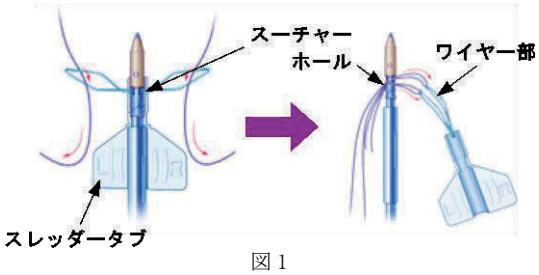

図 1
3. 軟部組織に貫通させた縫合糸が互いに絡んでいないかを確認します。あらかじめ取り付けられている附属のスレッダータブを用いて、軟部組織に貫通させた縫合糸をアンカーに搭載します(図 1)。